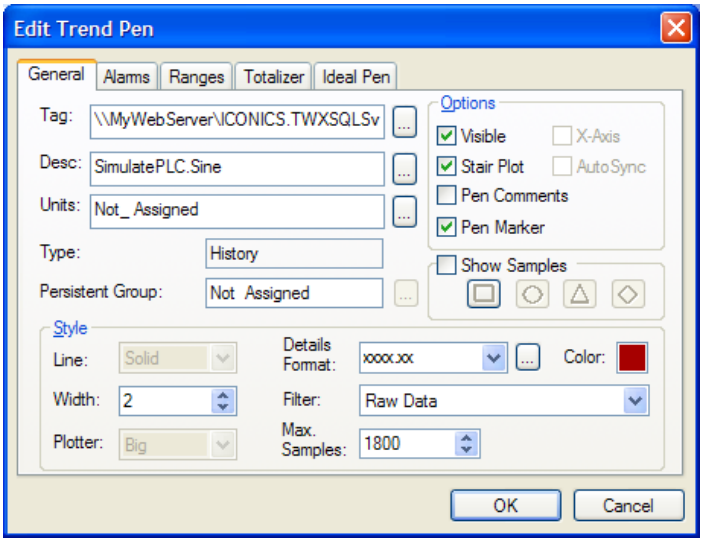

Figure L5.5: Confirming Change in Pen
9. Choose the **Pens** tab, and double-click on of the tags top open the **Edit Trend Pen** dialog. You should see the server path in tag path, as shown in **Figure L5.5.**